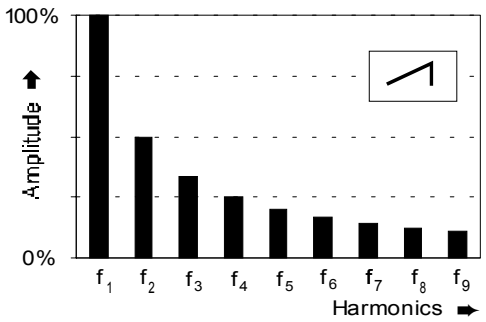

Fig. 1: Harmonic spectrum of a sawtooth
The VCO's sawtooth waveform is available at output ❼. It has a 'cutting' sound, rich in overtones. All the harmonics of the fundamental are present, with a linear reduction in intensity as the harmonic series progresses - so that the second harmonic is half as strong, the third is one third, the fourth a quarter, etc. (see Fig. 1).